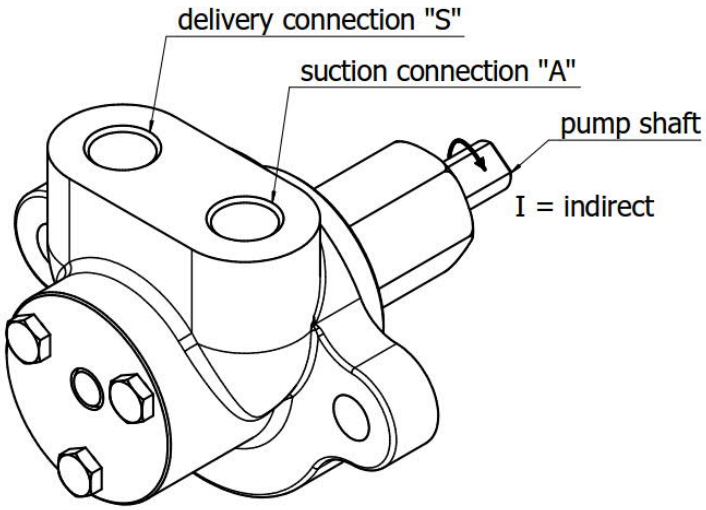

Fig. 1. (Excample for direction of rotation „I“)
- The suction connection (see Fig. 1) of the pump is filled with oil. Then the suction line is connected to thread connection „A“.
- The pressure/delivery line connect to thread connection „S“. (Fig. 1)